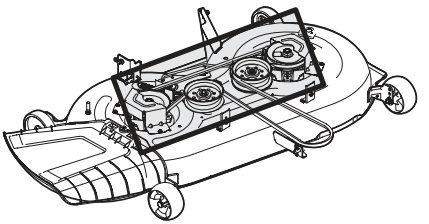

Fig. 33
- Nettoyez la partie supérieure du plateau de coupe, la partie sous le couvercle des fusées et la partie autour des courroies (Fig. 33).